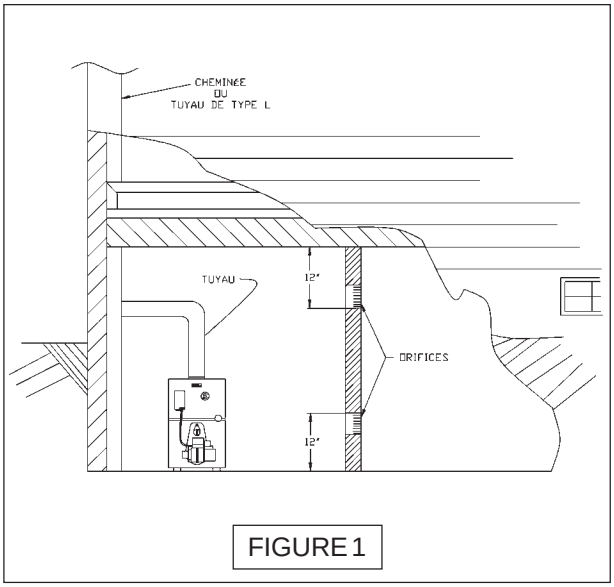

FIGURE 1
4. Quand l'air de combustion et la ventilation de la salle viennent de l'intérieur de l'édifice, l'endroit limité doit être pourvu de deux ouvertures permanentes, une qui commence à 12 pouces du dessus et une à 12 pouces du bas de l'espace clos.Chaque ouverture doit avoir une aire libre minimum de 1 pouce carré par mille (1,000) BTU par heure du taux d'entrée total de tous les appareils qui sont dans l'espace clos mais pas moins que de cent (100) pouces carrés. Ces ouvertures doivent communiquer librement avec les endroits intérieurs qui ont une infiltration d'air adéquate venant de l'extérieur. Voir la figure 1 ci-dessous.